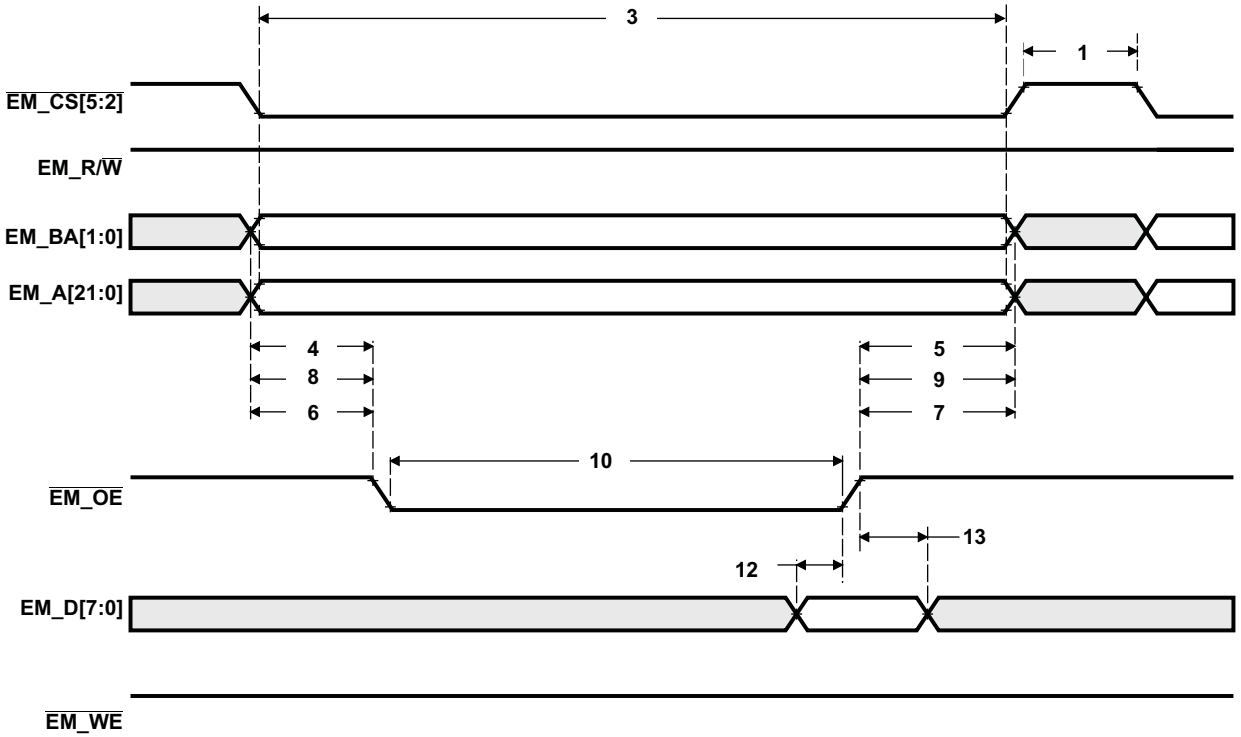
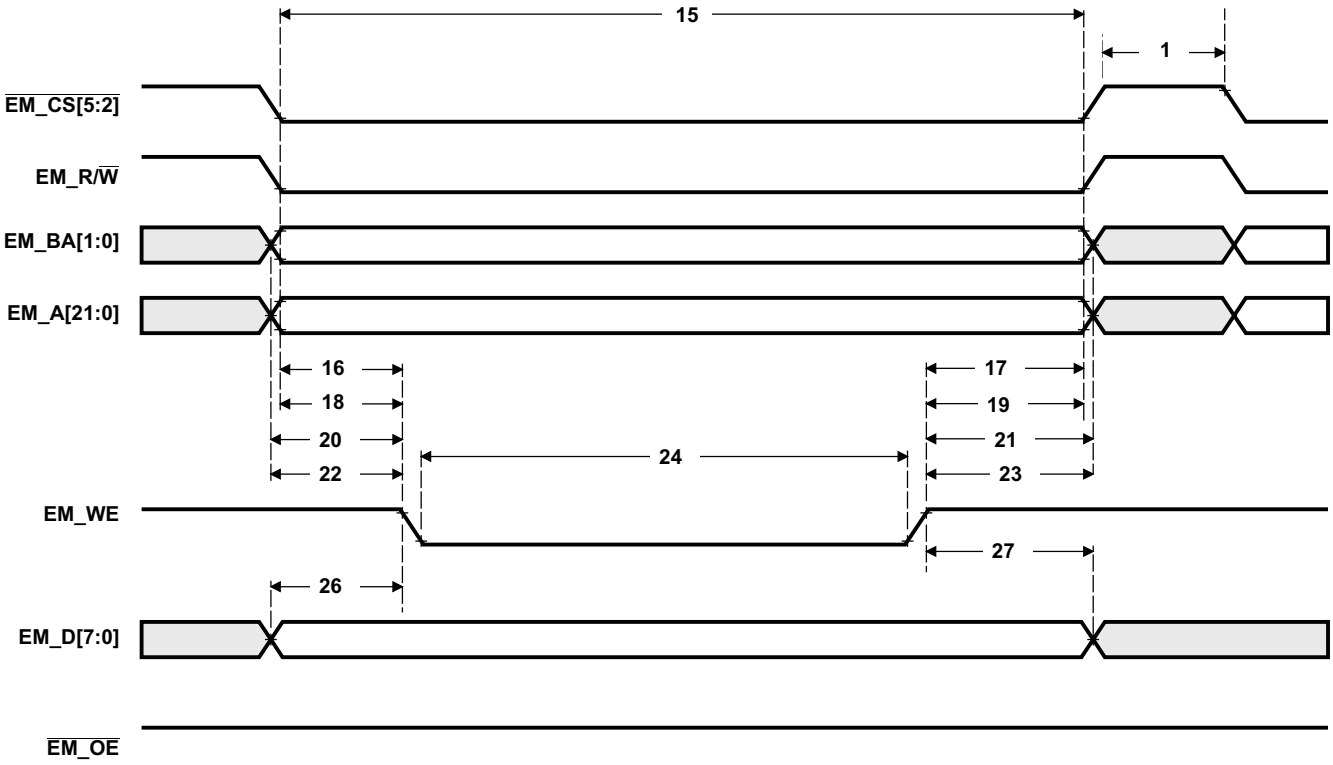

**Figure 6-14. Asynchronous Memory Read Timing for EMIF**
**Figure 6-15. Asynchronous Memory Write Timing for EMIF**
**Table 6-24. Timing Requirements for Asynchronous Memory Cycles for EMIFA Module(1) (see Figure 6-14 and Figure 6-15)**
**Table 6-25. Switching Characteristics Over Recommended Operating Conditions for Asynchronous Memory Cycles for EMIFA Module[1][2] (see Figure 6-14 and Figure 6-15)**
(1) RS = Read setup, RST = Read STrobe, RH = Read Hold, WS = Write Setup, WST = Write STrobe, WH = Write Hold, TA = Turn Around, EW = Extend Wait mode, SS = Select Strobe mode. These parameters are programmed via the Asynchronous *n* Configuration and Asynchronous Wait Cycle Configuration Registers.
(2) E = SYSCLK3 period in ns for EMIFA. For example, when running the DSP CPU at 600 MHz, use E = **10** ns.
(3) When EW = 1, the EMIF will extend the strobe period up to 4,096 additional cycles when the EM_WAIT pin is asserted by the external device.
**Table 6-25. Switching Characteristics Over Recommended Operating Conditions for Asynchronous Memory Cycles for EMIFA Module (see Figure 6-14 and Figure 6-15) (continued)**